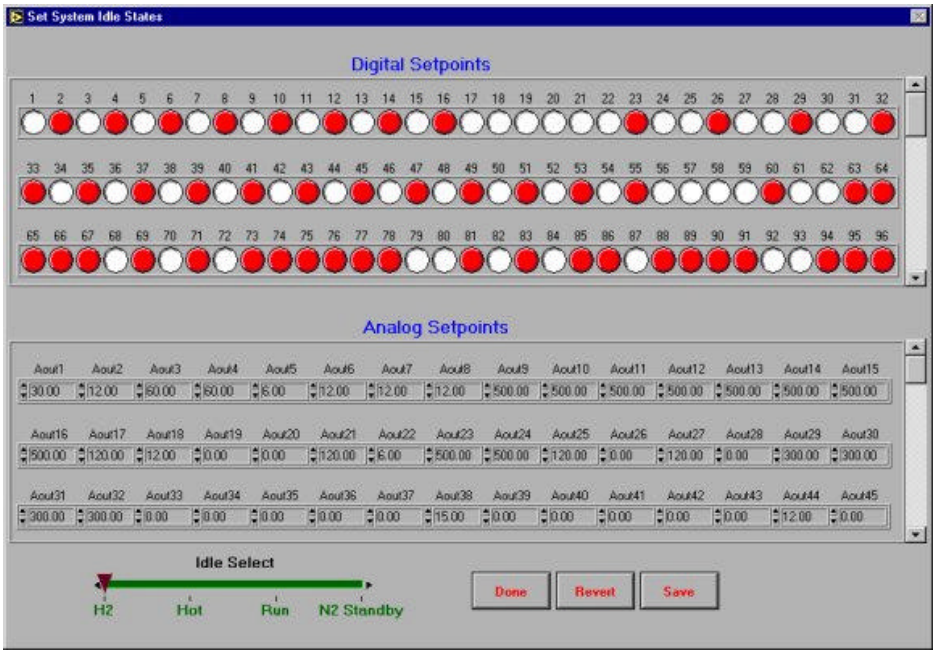

Figure 3.2. Idle States Settings Menu (H2 Mode)
3.1.2 In *System* menu, click on **Idle Settings**. The *Idle States Settings Menu* (Figure 3.2) will appear.